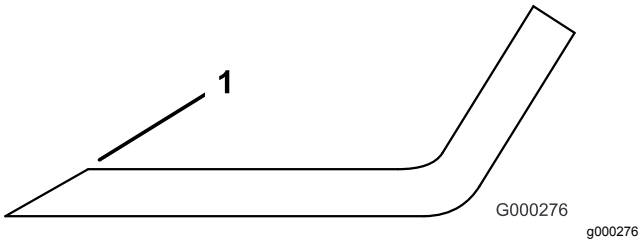

Figur 105
3. Undersøk eggene på alle kniver, og kvess eggene hvis de er sløve eller det er hakk i dem (Figur 105).
Merk: Slip bare den øvre delen av kniveggen, og oppretthold den originale klippevinkelen, for å sørge for at kniven forblir skarp (Figur 105). Kniven opprettholder balansen hvis like mye metall fjernes fra begge kniveggene.